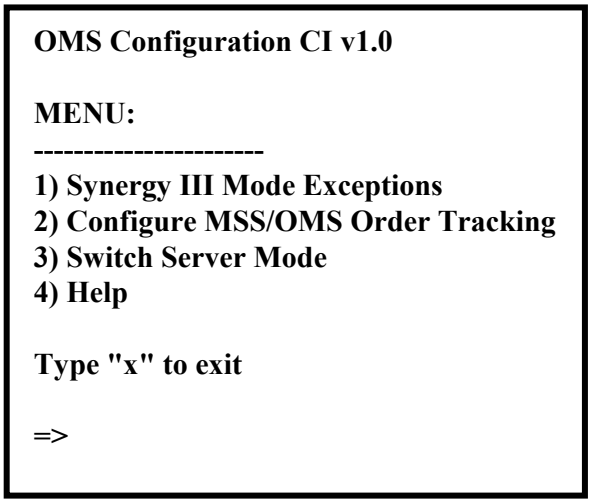

Figure 101. OMS Configuration CI Main Menu
- The **OMS Configuration CI Main Menu** (Figure 101) is displayed.